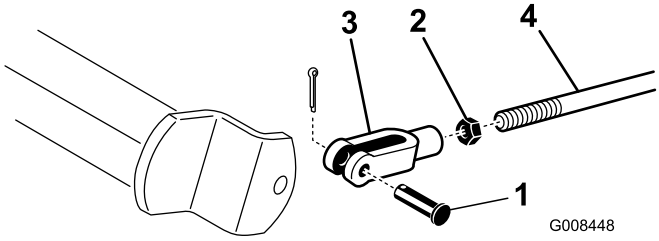

Figur 47
2. Hvis bremserne ikke låser lige meget, skal du afmontere bremsestængerne ved at fjerne låseclipsen og gaffelbolten (Figur 47).
3. Løsn kontramøtrikken, og juster gaffelstykket tilsvarende (Figur 47).
4. Monter gaffelstykket på bremseakslen (Figur 47).